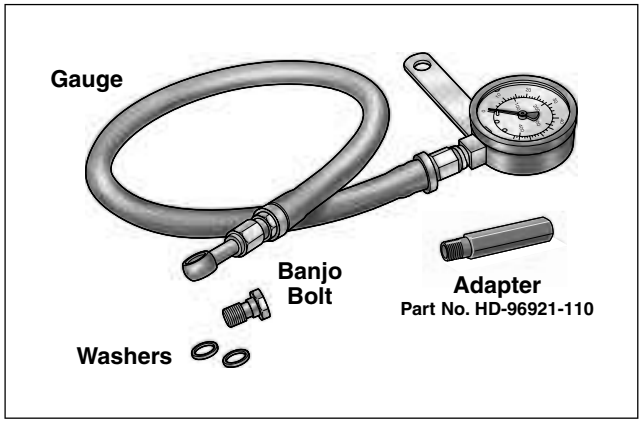

Figure 3-4. Oil Pressure Gauge (Part No. HD-96921-52B)
5. Start OIL PRESSURE GAUGE ADAPTER (HD-96921-110) into crankcase bore. Using a 5/8 inch open end/box wrench, turn adapter until snug. See Figure 3-4.